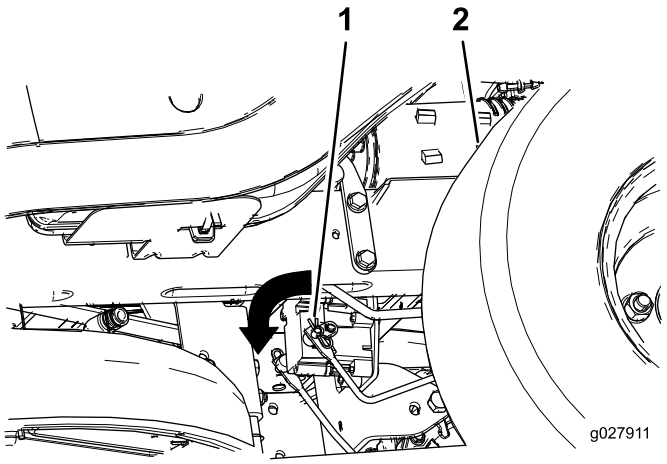

Figur 51
2. Find det sted på den elektriske bremses aksel, hvor bremseforbindelsesarmen er tilsluttet (Figur 51).